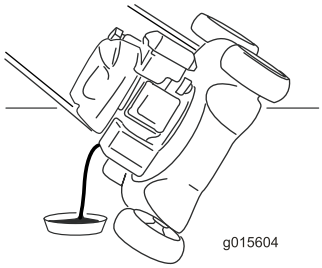

Figur 27
7. Lägg maskinen på sidan med påfyllningsröret nedåt för att tömma ut oljan genom påfyllningsröret i kärlet (Figur 27).